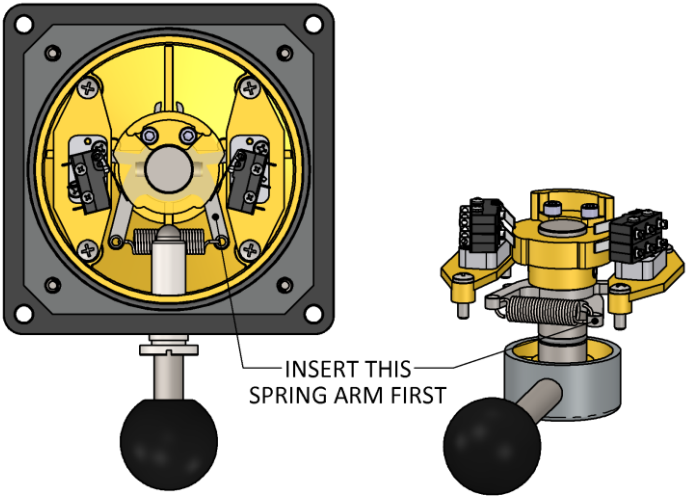

Figure 13: 7196 Spring Arm Order
c. Refer to Figure 13 for spring arm orientation/order during re-assembly.